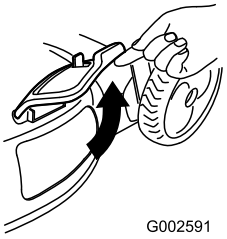

Figure 35
2. Lift open the side discharge door (Figure 35).